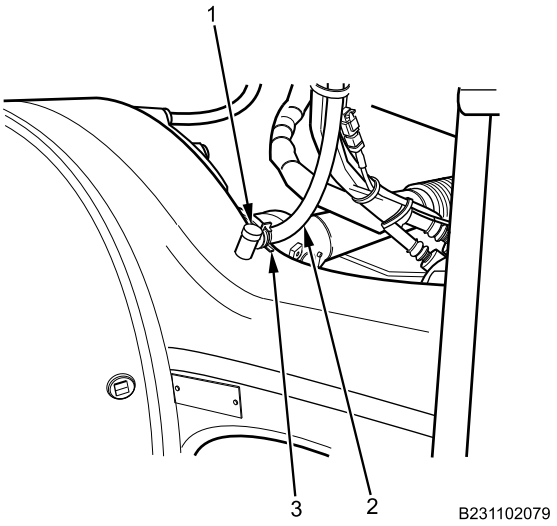

Figure 3. Air Vent Hose.
4. Remove spring clip (Figure 3, Item 3) and vent hose (Figure 3, Item 2) from vent (Figure 3, Item 1).